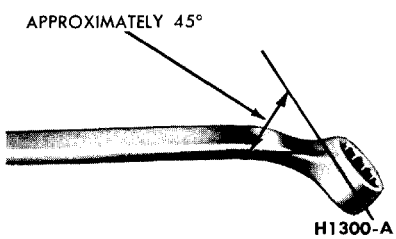

FIG. 6—Brake Bleeder Wrench
1. Position a bent ⅜-inch box wrench on the bleeder fitting on the right rear brake wheel cylinder (Fig. 6). Attach a rubber drain tube to the bleeder fitting. **The end of the tube should fit snugly around the bleeder fitting.**
3. Position a ⅜-inch box wrench on the bleeder fitting on the right rear brake wheel cylinder (Fig. 6). Attach a rubber drain tube to the bleeder fitting. **The end of the tube should fit snugly around the bleeder fitting.**